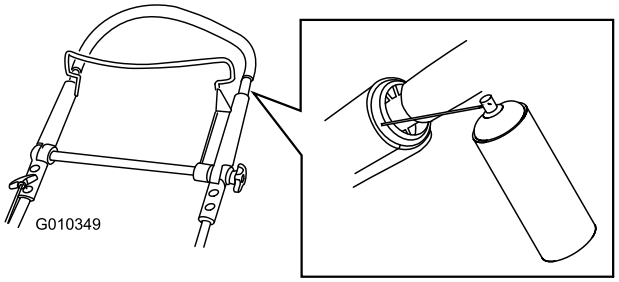

Figuur 43
1. Spuit het plastic uiteinde van de binnenste handgreep in (Figuur 43).